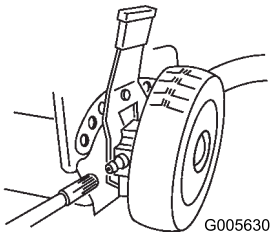

Figuur 34
1. Veeg de smeernippels aan de hoogte-instelbeugels van de achterwielen met een schone doek schoon (Figuur 34).